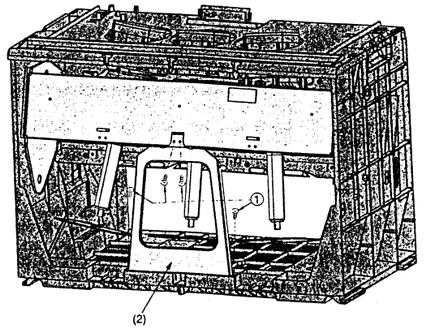

Fig. 5
8. Remove the screws (1) and the reinforcement part (2) (Fig. 5) from the Kit Box.
8. Retirer les vis (1) et le raidisseur métal (2) du kit Box (Fig.5).
8. Rimuovere le viti (1) e il supporto (2) (fig5) dal Kit Box.
8. Quitar los tornillos (1) y el refuerzo (2) (Fig. 5) de la caja soporte